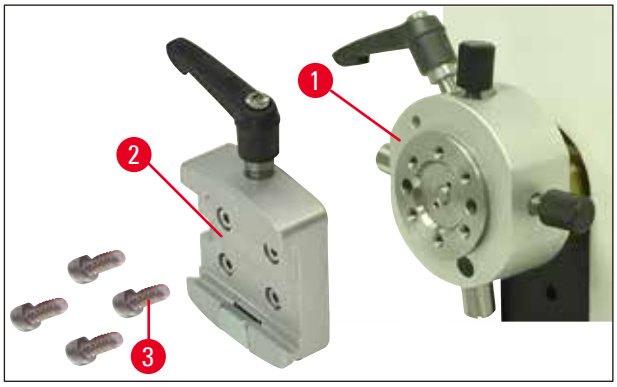

**Abb. 9**
2. Dann die Schwalbenschwanzaufnahme (→ Abb. 9-2) von der Probenhalteraufnahme (→ Abb. 9) entfernen. Dazu die vier Schrauben (→ Abb. 9-3) mit einem Inbuss-Schlüssel mit Griff SW 3 lösen und herausdrehen (→ Abb. 10-1).